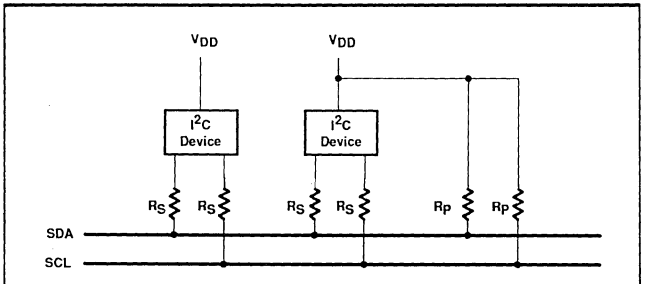

Fig.22 Series resistors (R_s) for protection against high-voltage spikes
- Series resistors (R_S) of e.g. 300 Ω can be used for protection against high voltage spikes on the SDA and SCL line due to flash-over of a TV picture tube, for example (Fig.22).
In a standard-mode I²C-bus system the values of resistors R_p and R_s in Fig.22 depend on the following parameters: